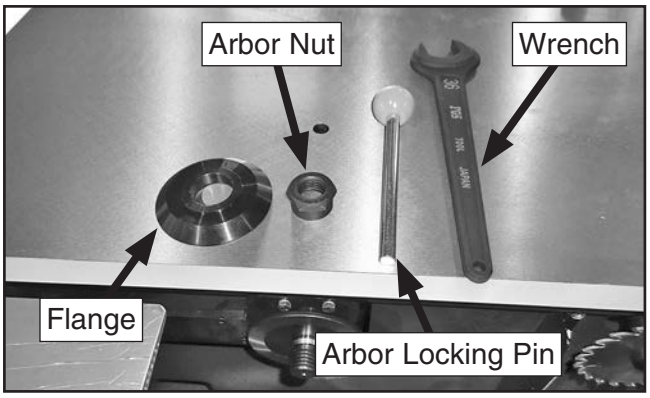

Figure 89. Main saw blade and arbor parts.
8. Continue unthreading arbor nut clockwise (left-hand threads) until you can remove the nut, flange, and blade (see **Figure 89**).